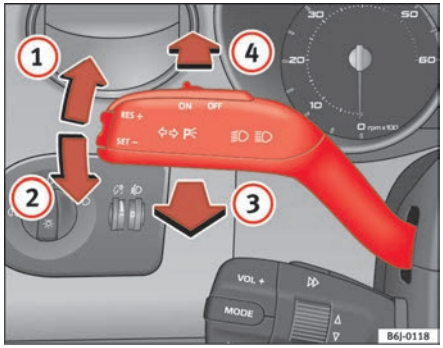

Fig. 55 Indicator and main beam headlight lever
– Move the lever all the way up ⇒ fig. 55 (1) to indicate **right**, and all the way down (2) to indicate **left**.
– Press the lever forward ⇒ fig. 55 (4) to switch on the main beams.